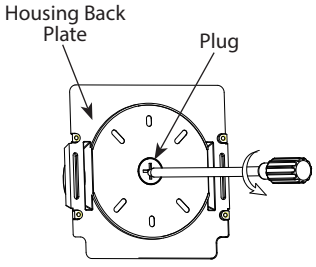

Fig: 2
2. Remove **Housing Back Plate** and unscrew **Plug** with a screwdriver as shown in **Fig. 2**.